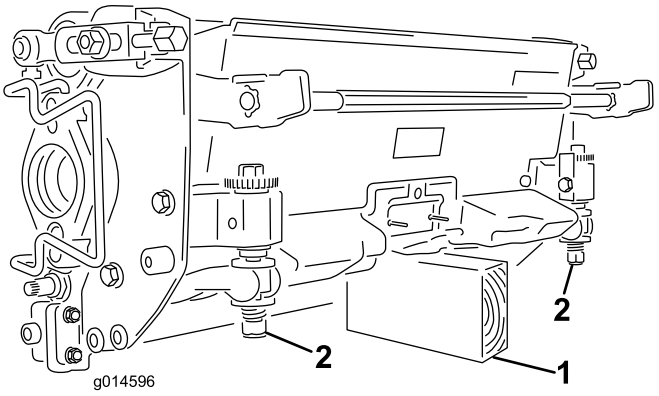

**Figuur 10**
**Belangrijk: Als het maaidek moet worden gekanteld om bij de snijplaat/messenkooi te kunnen komen, moet u de achterkant van het maaidek ondersteunen zodat de moeren op het achtereind van de stelschroeven van de snijstang niet op het werkvlak rusten (Figuur 10).**